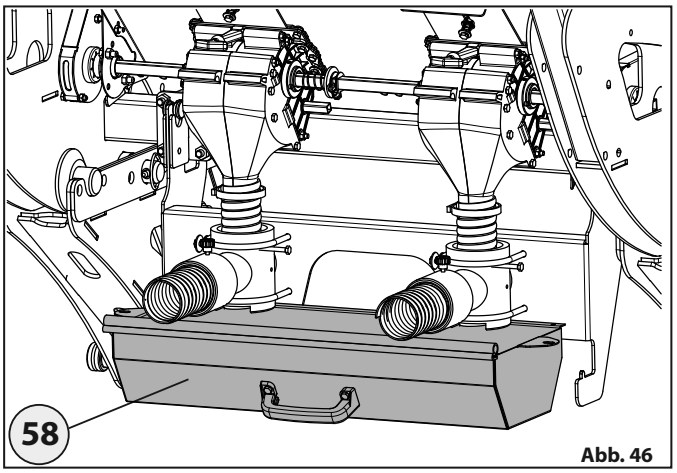

Abb. 46
- Den Sammelbehälter **58** unter den Verteilern einsetzen „Abb. 46".